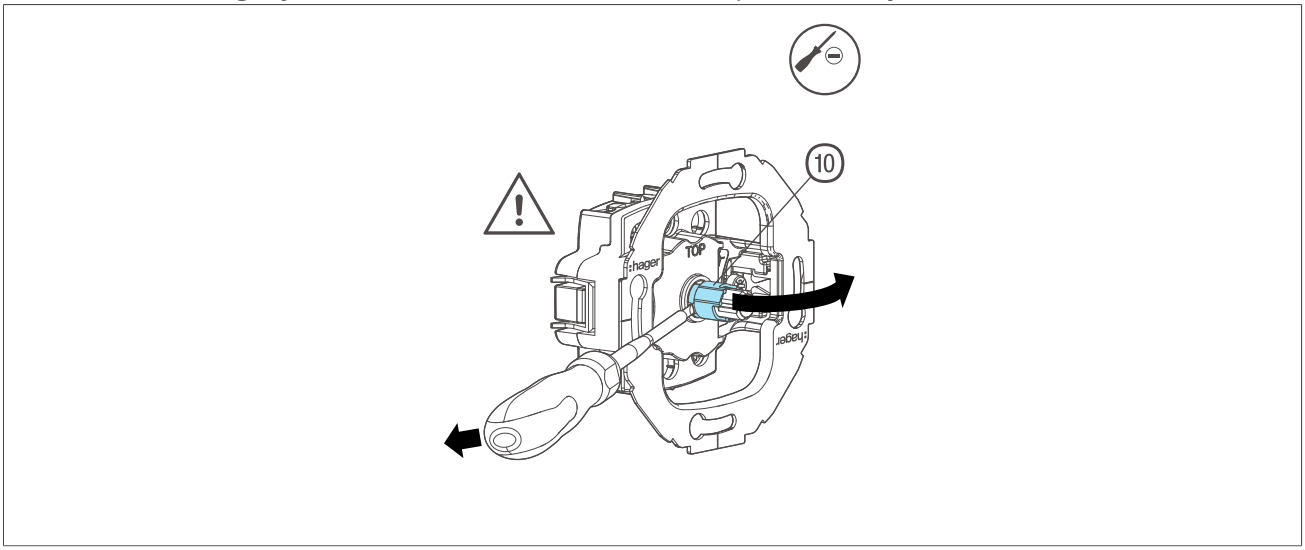

Fig. 4: Ta bort centreringshylsan
- Lossa och ta bort centreringshylsan på rotationsaxeln (Fig. 4).